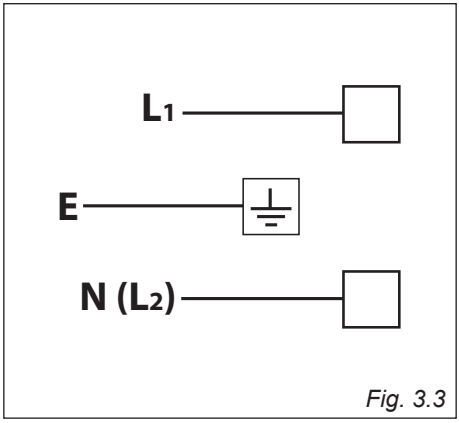

Fig. 3.3
- Tilslut fase, nul og jord som vist på tilslutningsdiagrammet fig. 3.3.